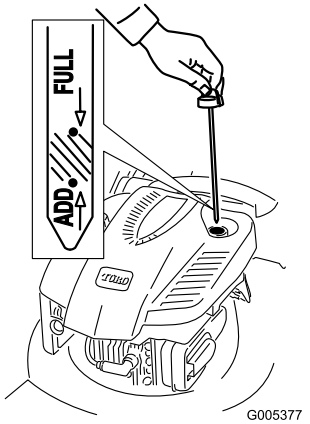

Figura 11
1. Togliete l'asta di misurazione del livello dell'olio, asciugatela ed inseritela a fondo nel foro (Figura 11).
2. Estraete l'asta e controllate il livello dell'olio (Figura 11). Se il livello dell'olio è inferiore alla tacca **Add** sull'asta, versate **lentamente** dell'olio nel foro del bocchettone fino a portarne il livello alla tacca **Full** sull'asta. **Non riempite troppo.** (Riempimento massimo: 0,59 litri, tipo: olio detergente SAE 30 con service classification API SF, SG, SH, SJ, SL o superiore.)